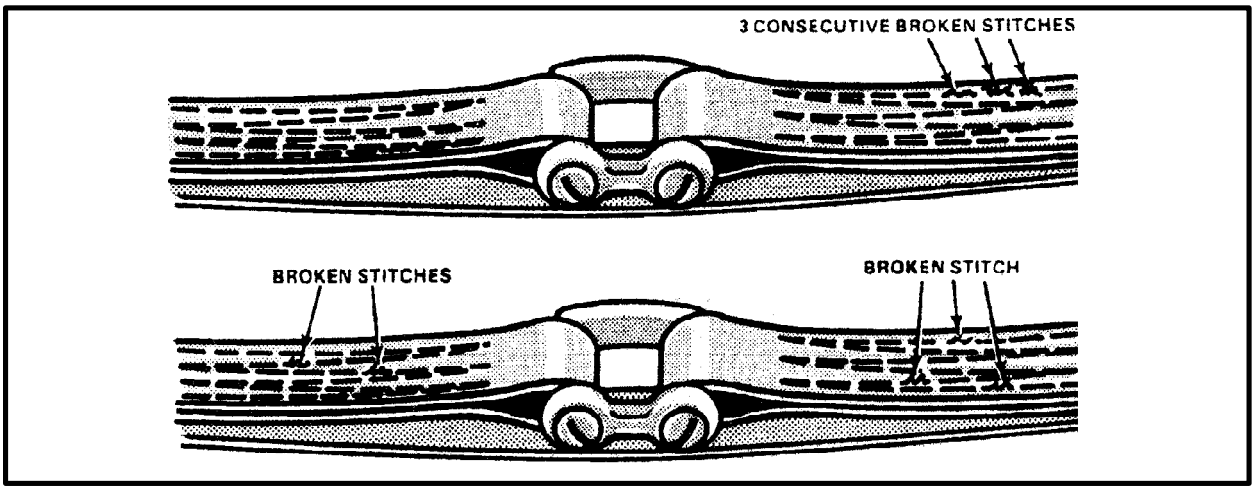

*Figure 6-24. Sling with Broken and Loose Stitches*
**(a)** Three or more consecutive broken and/or loose stitches (Figure 6-24).